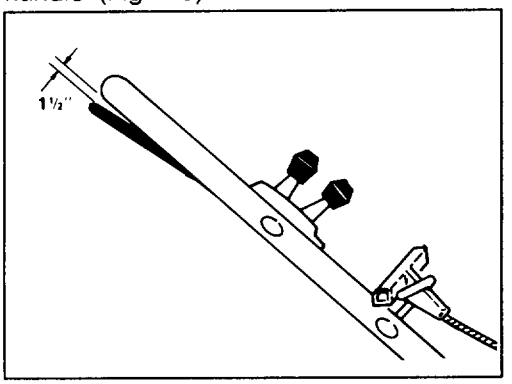

Figure 20
3. CHECK ADJUSTMENT—With engine running, and ground speed control in 1, 2 or 3, slowly pull mower backwards while control bar is gradually moved toward handle. Adjustment is correct when rear wheels stop turning and control bar is about 1-1/2 inches from handle (Fig. 20).